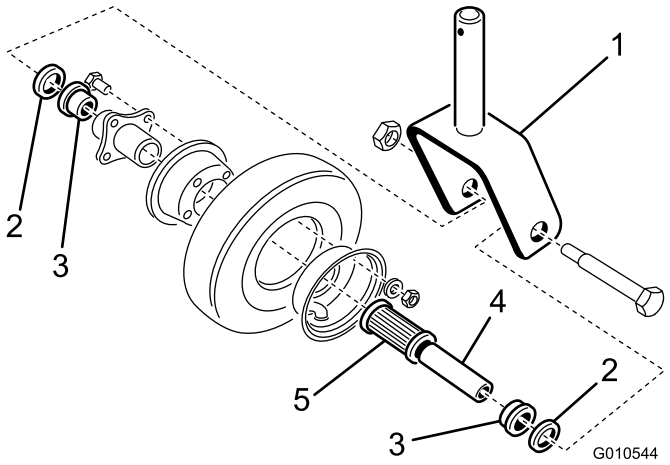

Figuur 19
2. Kantel het wiel naar de zijkant en laat de spanbussen (Figuur 19) eruit vallen.
3. Verwijder een lagerhouder uit de wielnaaf en laat het lager eruit vallen. Verwijder de lagerhouder aan de andere kant van de wielnaaf (Figuur 19).